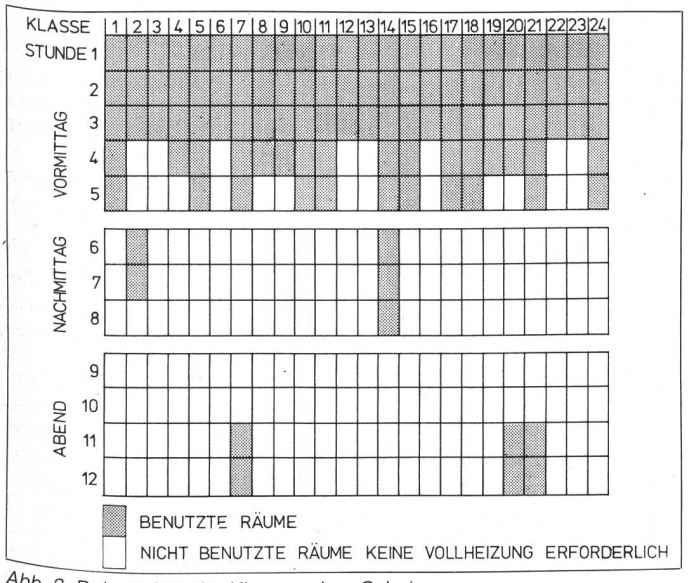

Abb. 3. Belegzeiten der Klassen einer Schule.
b) Belegzeiten einer Schule *(Abb. 3)*